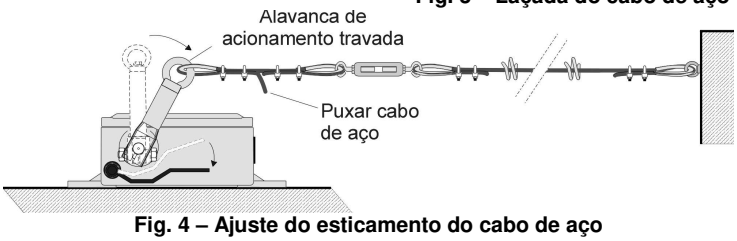

Fig. 4 – Ajuste do esticamento do cabo de aço
4.1.4 O esticamento do cabo deve ser feito da seguinte forma: Mova manualmente a alavanca de acionamento até travar, conforme mostrado na fig. 4. Puxe o cabo de aço usando a ponta de cabo cujos clipes ficaram frouxos, até que fique bem esticado. Aperte firmemente os parafusos do último clipe, para garantir que o cabo de aço não se solte.